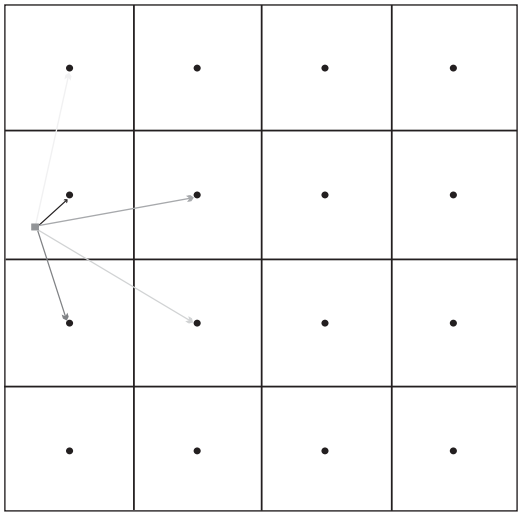

Figure E.2
- divides the array into equally spaced zones **(Figure E.2)**